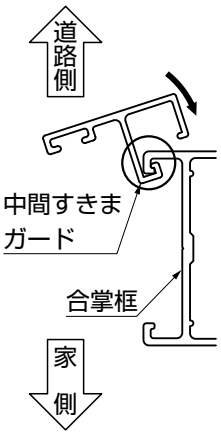

図6-5
①合掌框または、受け門柱に中間すきまガードを○部分に引っ掛けるように取付けてください。(図6-5、図6-6参照)